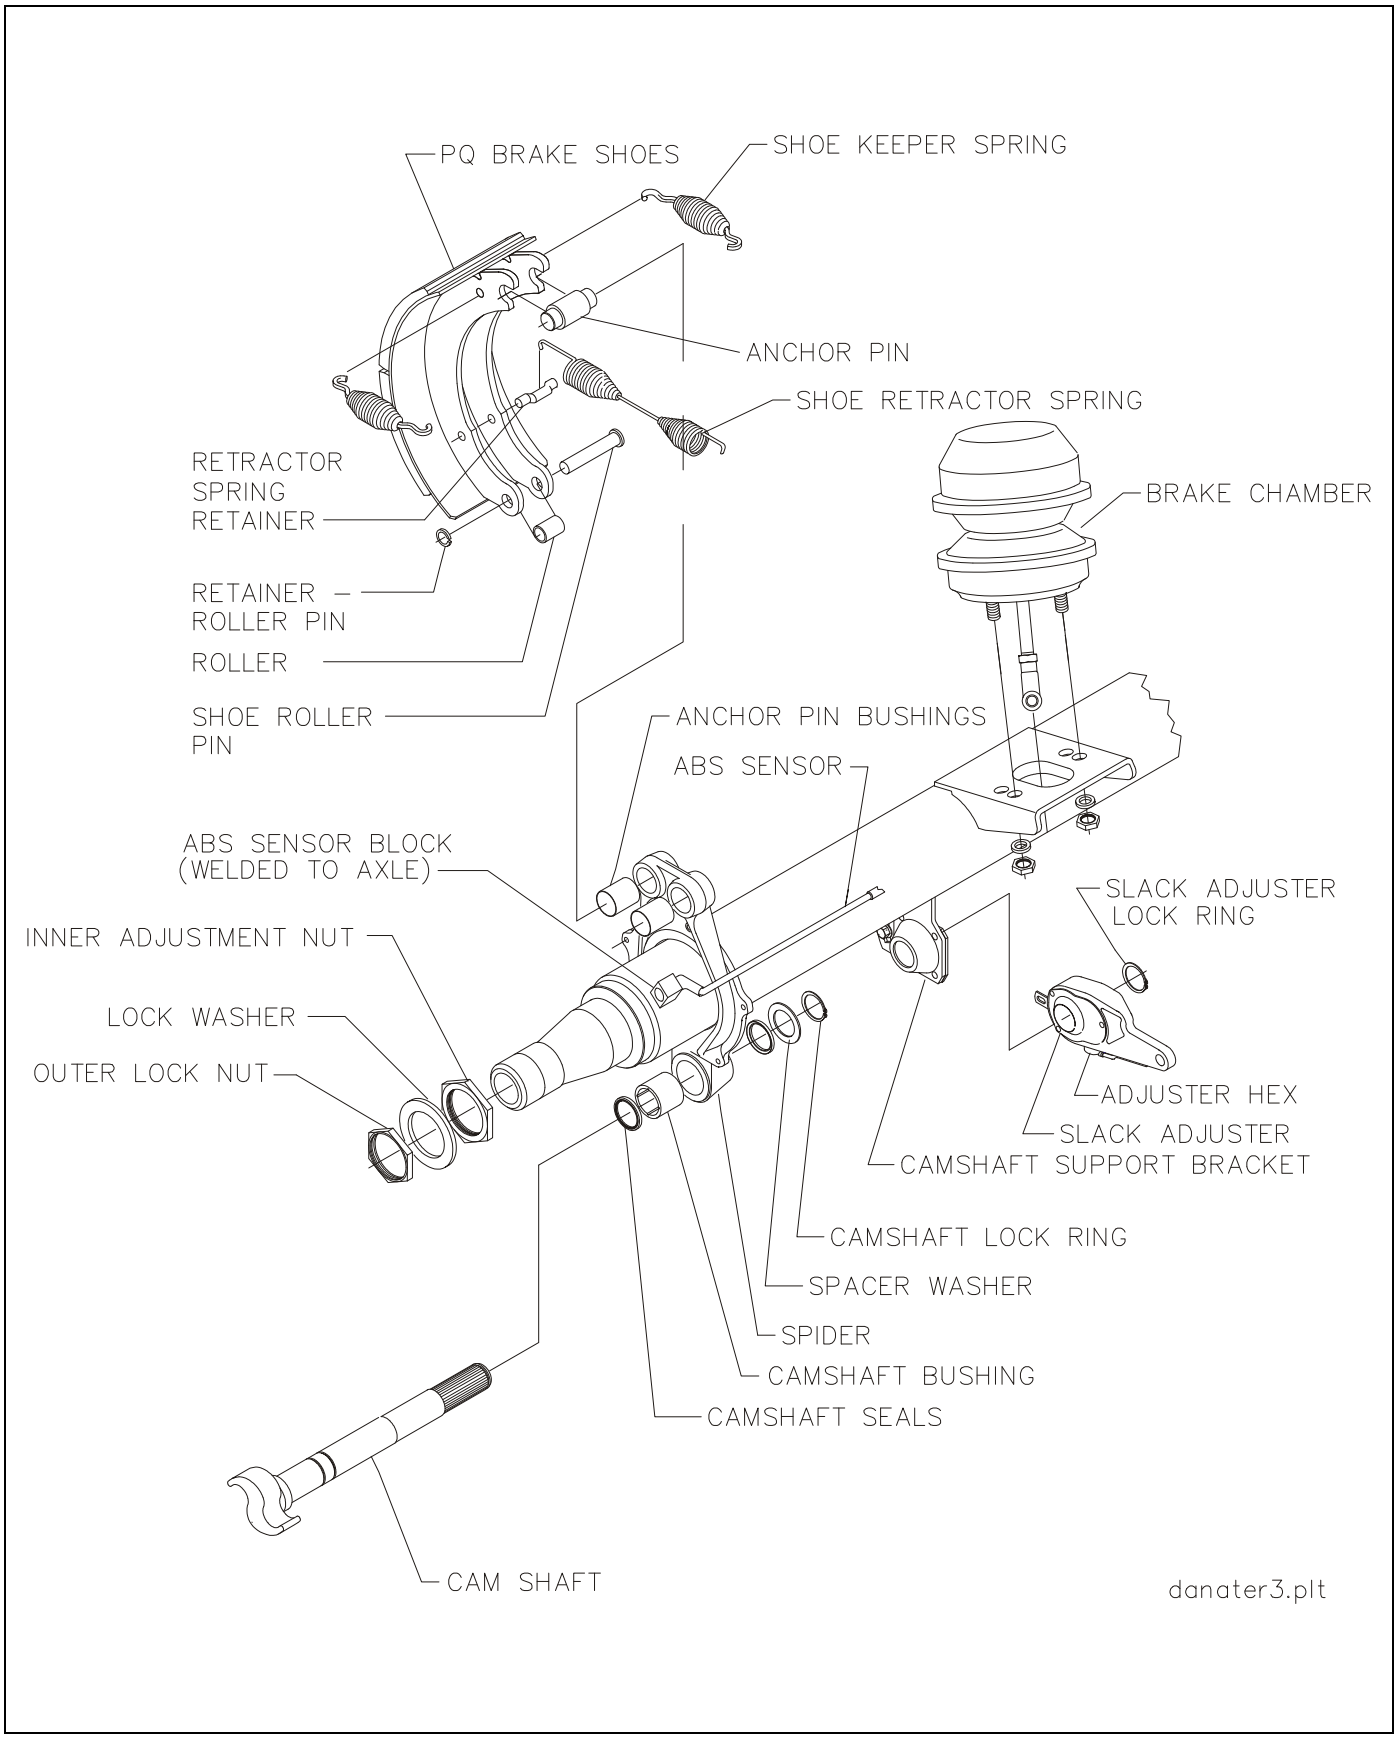

Figure 4-13: Axle and Brake Assembly
2. Remove slack adjuster lock ring and slack adjuster **(See Figure 4-13.)**
1. Release brakes and back off slack adjuster **(See Figure 4-13.)**